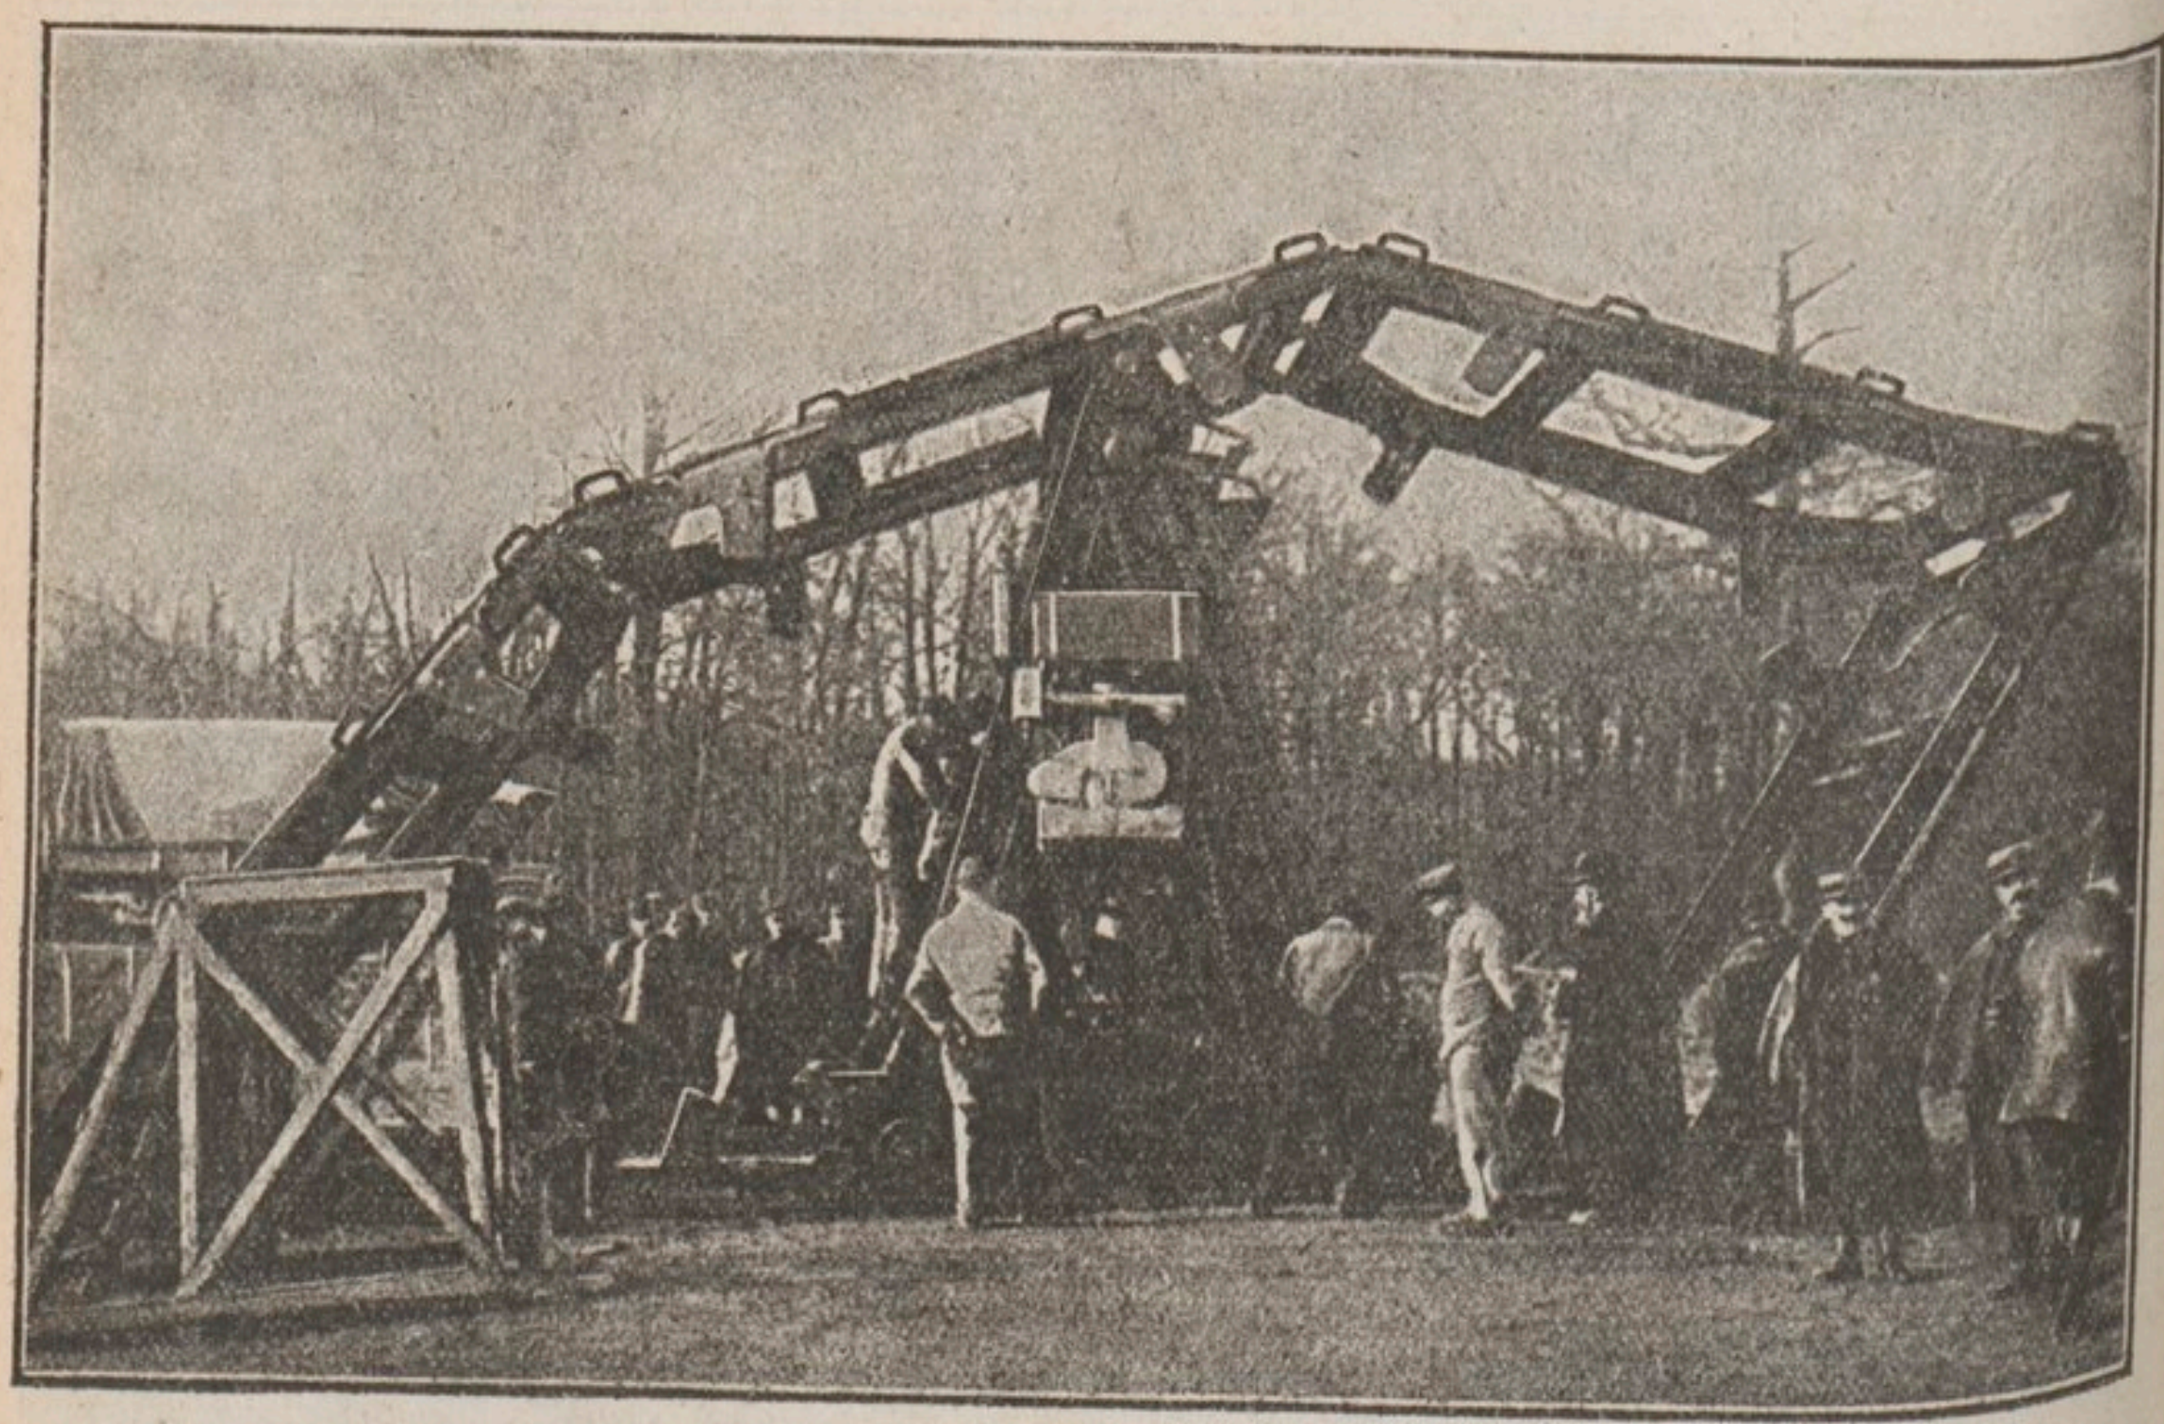

FIG. 3. — L'APPAREIL RÉALISÉ PAR M. BOIRAULT EN FÉVRIER 1915
M. Boirault préconisa, en décembre 1914, puis présenta, en février 1915, un appareil aussi bizarre qu'ingénieux (fig. 3). Il comprenait un bâti triangulaire se mouvant, au moyen de roues dentées, au milieu d'un cadre hexagonal formé de rails articulés ; cet engin écrasait très bien les fils de fer et franchissait des tranchées de deux mètres ; il fut pourtant délaissé, car il était difficile à conduire, à armer et surtout à protéger.